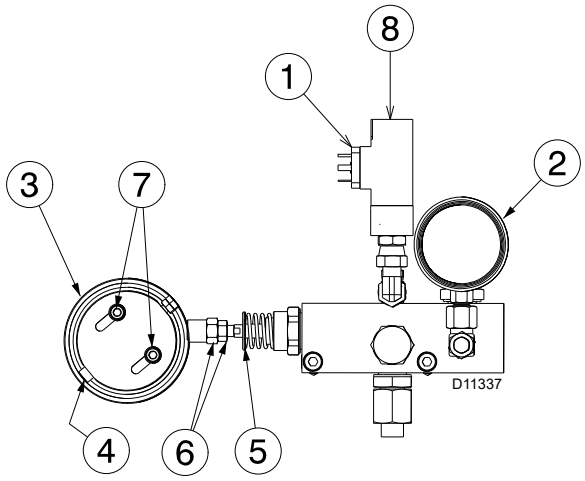

Fig. 35
modifier l'excentricité au moyen de la vis 7)(Fig. 35) après avoir desserré les vis 6).
Légende (Fig. 35)
- Régler la pression de retour au minimum à environ 6 bars. Pour ce faire, il faut changer la longueur de l'arbre 5)(Fig. 35 à la page 32) au moyen de l'écrou 6).
Il est conseillé de calibrer de sorte à ne pas produire de la flamme fumeuse et à arriver à la puissance maximale aussitôt que possible (course maximale du servomoteur 130°) ; calibrer sur l'excentrique vis 5)(Fig. 35) la pression sur le retour pour obtenir la puissance souhaitée et demandée par le gicleur pour revenir ensuite au calibrage des points intermédiaires.